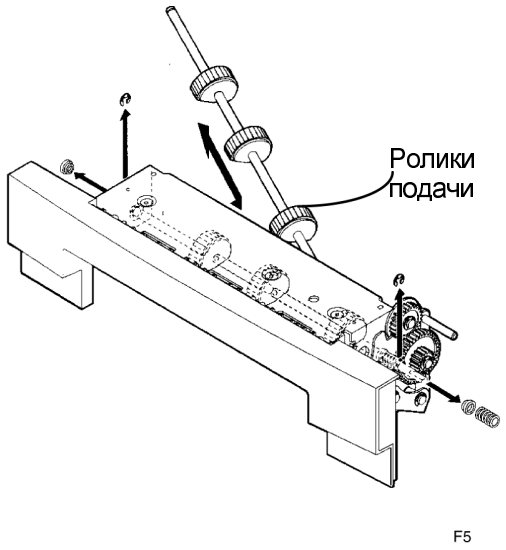

Рисунок 1. Снятие роликов подачи лотка 2
3. (Рисунок 1): Снимите ролики подачи лотка 2.